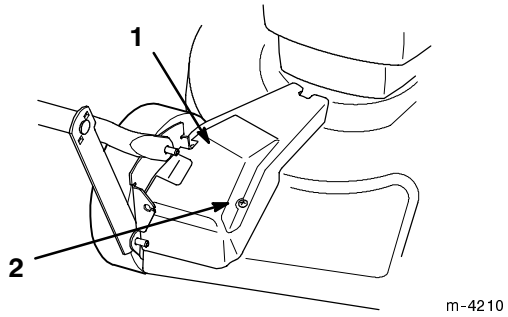

**Figure 27**
1. With the engine off, remove the bolt that secures the belt cover (Fig. 27) to the lawn mower housing.